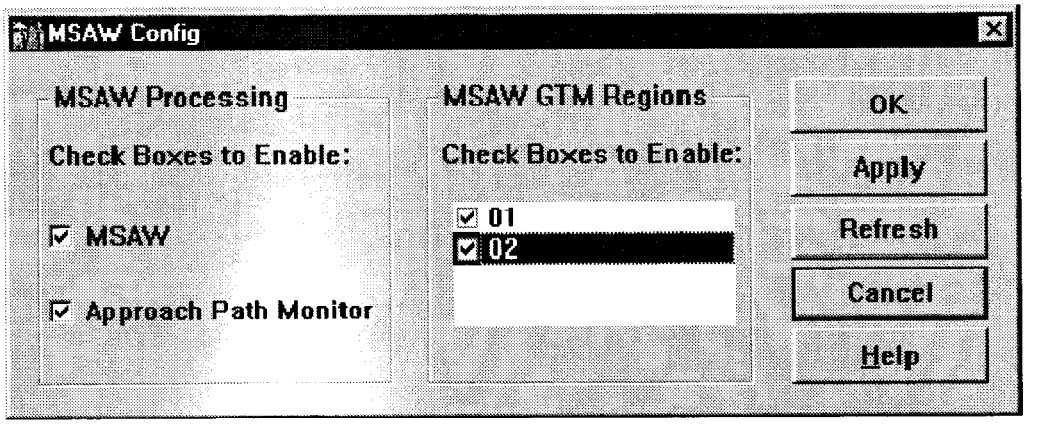

FIGURE 4-55. MSAW CONFIGURATION WINDOW
2. Observe the MSAW Config window (Figure 4-55).